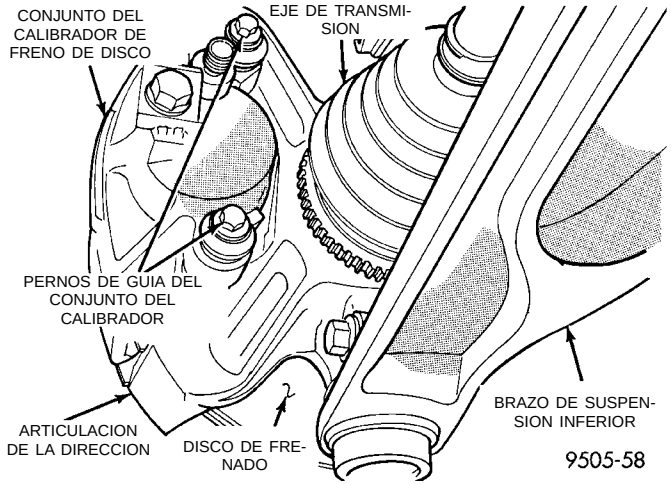

Fig. 58 Pernos de guía del calibrador
(1) Eleve el vehículo sobre gatos fijos o céntrelo sobre un elevador. Consulte Elevación en la sección de Lubricación y mantenimiento de este manual.
(2) Retire del vehículo los conjuntos de rueda y neumático delanteros.
(3) Retire los 2 pernos de guía (Fig. 58) que fijan el calibrador a la articulación de la dirección.
(8) Instale los pernos de guía del calibrador (Fig. 58) y apriételos con una torsión de 18 a 20 N·m (192 lbs. pulg.). **Debe tenerse extremo cuidado de no cruzar los hilos de rosca de los pernos de guía del calibrador.**
(9) Instale el conjunto de rueda y neumático.
(10) Apriete las tuercas de los pernos espárrago de instalación de la rueda en la secuencia adecuada hasta que todas estén con la mitad de torsión de la especificación. Después repita la secuencia de ajuste hasta que complete la especificación total de 135 N·m. (100 lbs. pie).
(11) Retire los gatos fijos o baje el elevador. **Antes de mover el vehículo, bombee varias veces el**